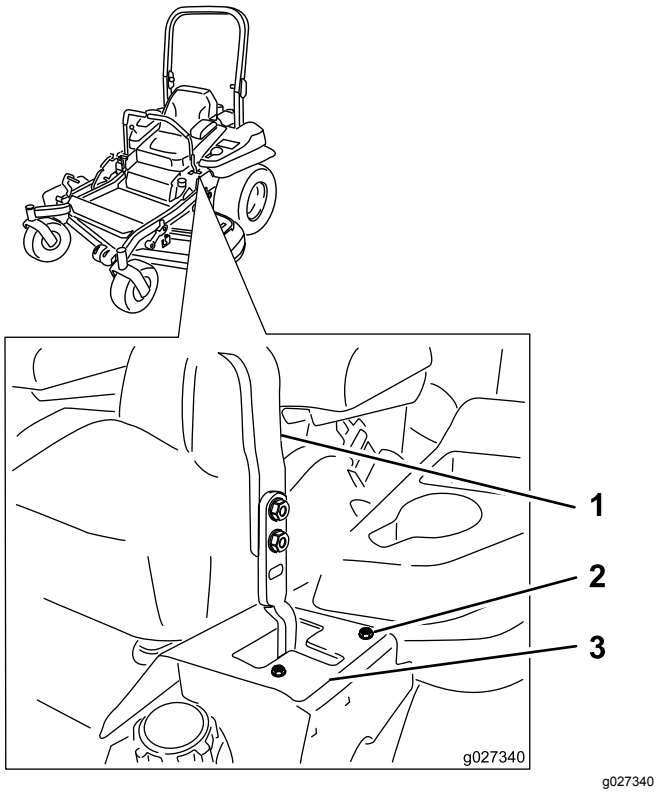

Figuur 65
6. Als de machine een afwijking naar rechts heeft, draai dan de bouten los en breng de linker aanslagplaat naar achteren op de linker T-sleuf tot de machine recht rijdt (Figuur 65).
7. Als de machine een afwijking naar links heeft, draai dan de bouten los en breng de rechter aanslagplaat naar achteren op de rechter T-sleuf tot de machine recht rijdt (Figuur 65).
8. Zet de aanslagplaat vast (Figuur 65).